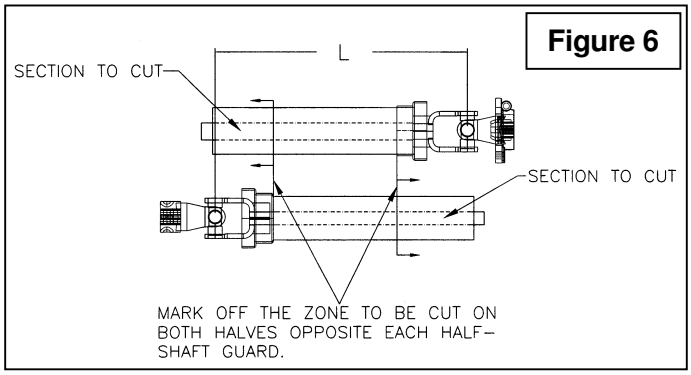

Figure 6
3. Hold the two half-shaft side by side and locate the **"L"** length between the two center-to-center half-shaft universal joints. Mark off the zone to be cut on both halves opposite each half-shaft guard as shown on **Figure 6**.